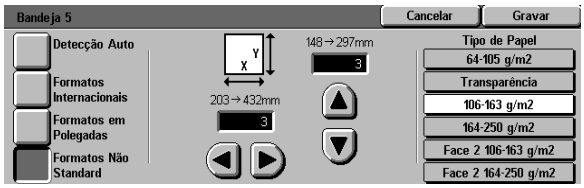

Figura 27: Formatos Não Standard para a Bandeja 5
- Prima **Formatos Não Standard** e introduza as dimensões para X (largura) e Y (comprimento) usando as setas, tal como ilustrado na Figura 27.